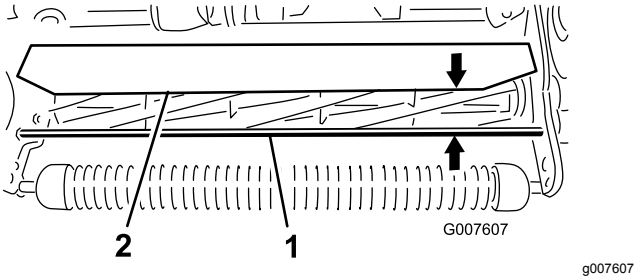

Figuur 58
1. Meet de afstand van de bovenkant van de voorste steunstang tot de voorste lip van het scherm aan beide uiteinden van het maaidek (Figuur 58).